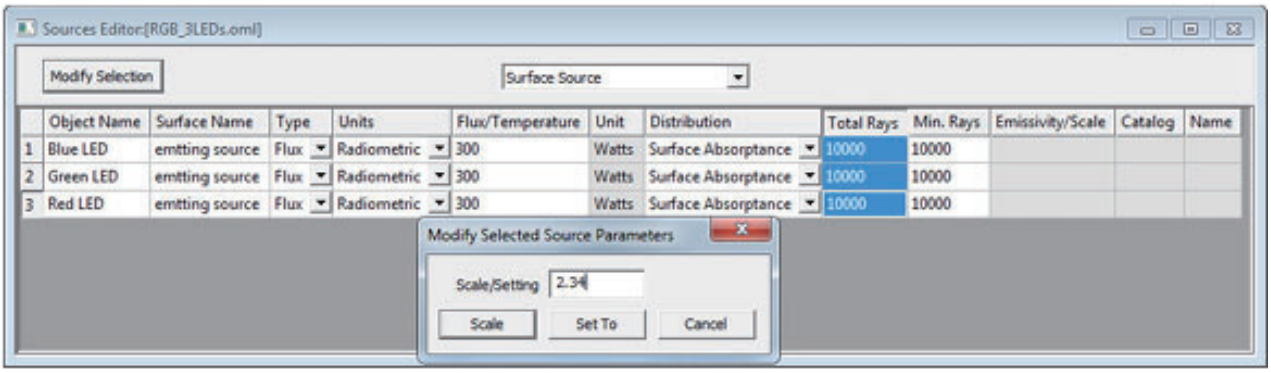

FIGURE 5.24 - Sources Editor Modify Dialog box
1. 図 5.24 に示すように、1 つまたは複数のソースパラメータを選択します。この例では、定義されたすべてのソースの全光線数が選択されています。
2. 「選択項目の変更（Modify Selection）」を押して、「選択されたソースパラメータの変更（Modify Selected Source Parameter）」ダイアログを表示します。このダイアログでは、新しいパラメータ値またはスケール係数を入力できます。図 5.24 を参照してください。